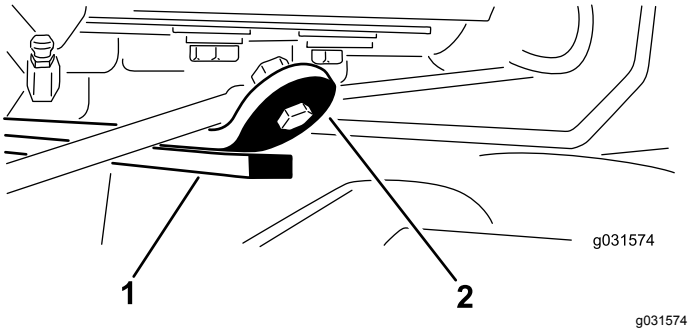

Figur 14
3. Starta motorn, höj klippenheterna och kontrollera att spelet mellan slitremmen överst på den bakre klippenhetens slitstång och stötdämparremmen är 0,51–2,54 mm. Se Figur 14.